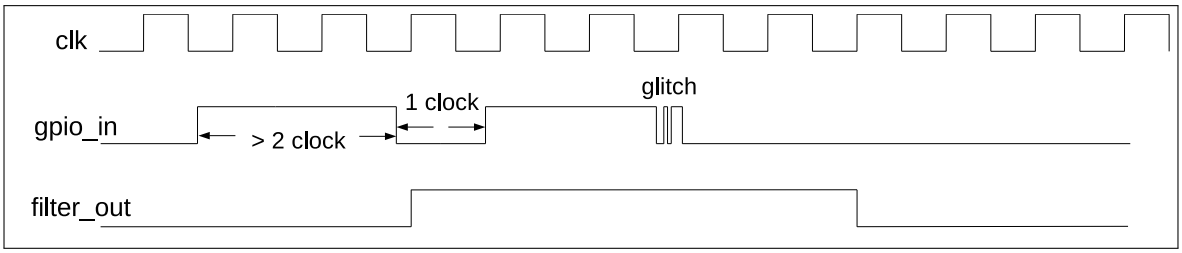

图 5.4-2. GPIO 输入信号滤波时序图
2. 可选：置位 IO_MUX_GPIO*n*_FILTER_EN 使能 GPIO 管脚的输入信号滤波功能，如图 5.4-2 所示。只有当输入信号的有效宽度大于两个时钟周期时，输入信号才会被采样。否则，输入信号将会被滤掉。